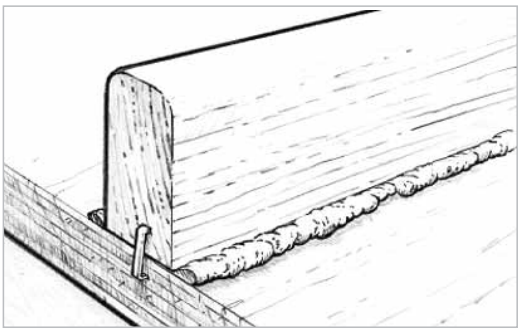

Figure 5-10 *A small amount of epoxy will squeeze out of the joint with just the right amount of thickened mixture and clamping pressure.*
3. Clamp components. Attach clamps as necessary to hold the components in place. Use just enough clamping pressure to squeeze a small amount of the epoxy mixture from the joint, indicating that the epoxy is making good contact with both mating surfaces *(Figure 5-10)*. Avoid using too much clamping pressure, which can squeeze all of the epoxy mixture out of the joint.